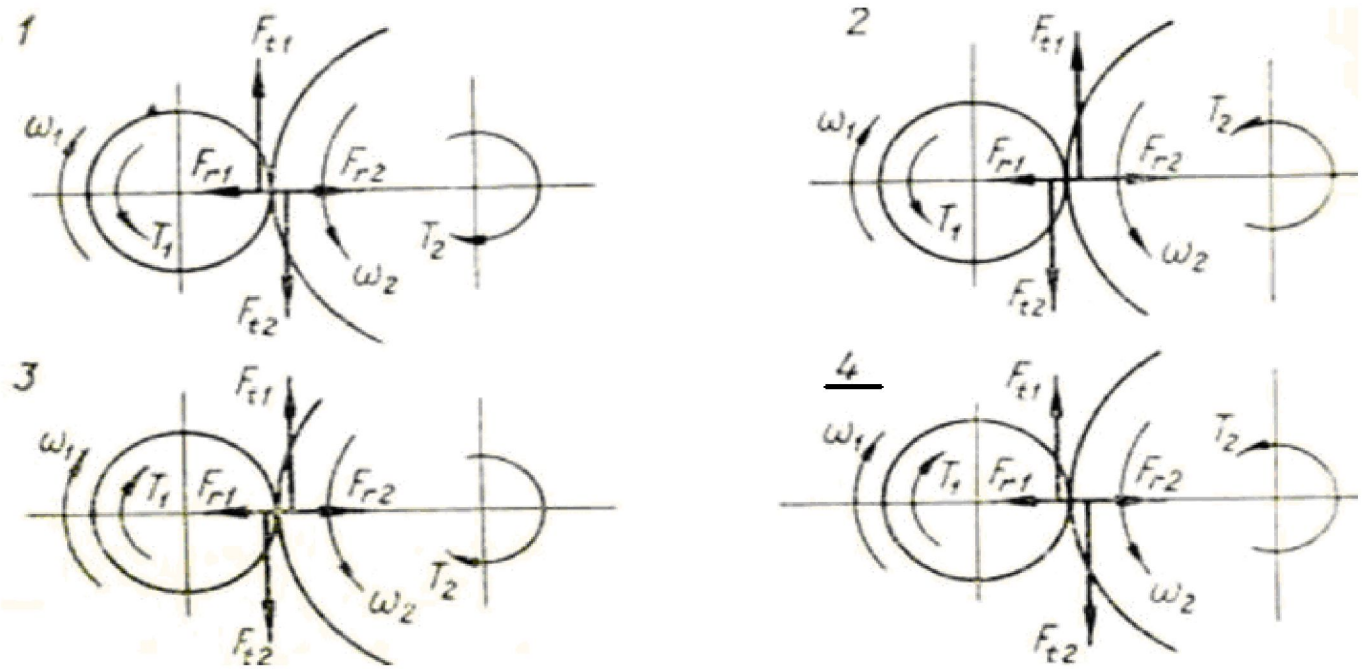

Рисунок 2
1.5 Какая схема действия сил и моментов в зубчатой паре верна (рисунок 2)?